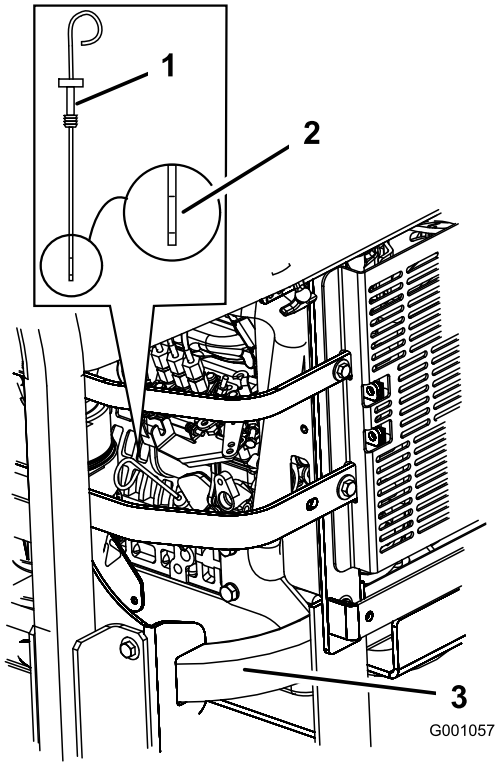

Figur 38
3. Rengør området omkring målepinden (Figur 38), så der ikke trænger snavs ned i hullet til målepinden, der kan beskadige motoren.
4. Træk målepinden ud, og aftør pindens metalende (Figur 38).
5. Før målepinden helt ind i påfyldningsrøret. Træk målepinden ud, og kig på pindens metalende (Figur 38). Hvis oliestanden er lav, skal der kun langsomt påfyldes så meget olie i påfyldningshullet, at oliestanden stiger til full-mærket.